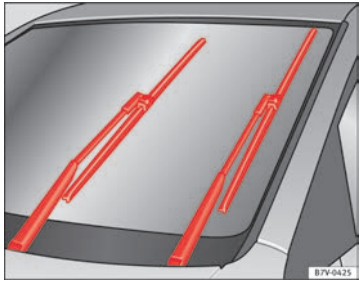

Fig. 140 Windscreen wipers in service position
– Turn ignition on and off and then (before approx. 9 sec.) move the windscreen wiper lever to the intermittent wipe position. The windscreen wipers will move to the service position ⇒ Fig. 140.